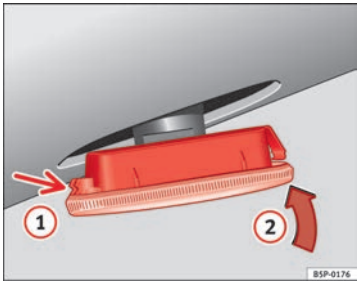

Fig. 169 Side turn signals
– First fit the turn signal in the opening in the chassis, fastening the tabs (1) ⇒ Fig. 169, and then fit in the bulb as shown by the arrow (2) ⇒ Fig. 169. ■